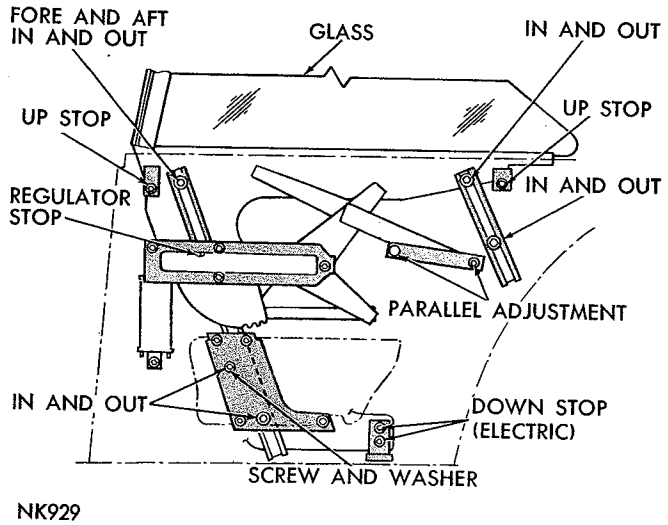

**Fig. 127—Quarter Glass Adjustments—Fury Hardtop**
(1) Close door and adjust upper rear track attachments (Fig. 127) so rear of window lightly touches the belt line weatherstrip. To move window inboard, turn sleeve nut clockwise and to move outboard turn sleeve nut counterclockwise.
(2) Run window up, seating top of glass fully against roof rail weatherstrip and front of window flush with top of front door window.
(3) Adjust upper front track attachment so front of window is aligned with rear of front door window at belt line. Turn sleeve nut clockwise to move window in and counterclockwise to move window out.
(4) Adjust lower front track attachment so front of window is aligned with rear of front door window at roof rail. Turn sleeeve nut counterclockwise to move window in and clockwise to move window out.
(5) Adjust pivot bracket so top of window is fully against and parallel to roof rail weatherstrip. To raise front of window, lower front of pivot bracket.
(6) Move upper front track attachment forward so weatherstrip of window is against front door window.
(7) Position up stops against lower frame of the window.
(8) Run the window down so top of glass is even with or slightly below belt line.
(9) Adjust lower rear track attachment so "boss" is against outboard side of inside panel.
(10) On manually operated regulators, position stop on the regulator plate against stop on regulator sector. On electrically operated regulators, position stop against bumper (Fig. 127).
(11) Move front track center support so it is positioned against brace and tighten screw securely.